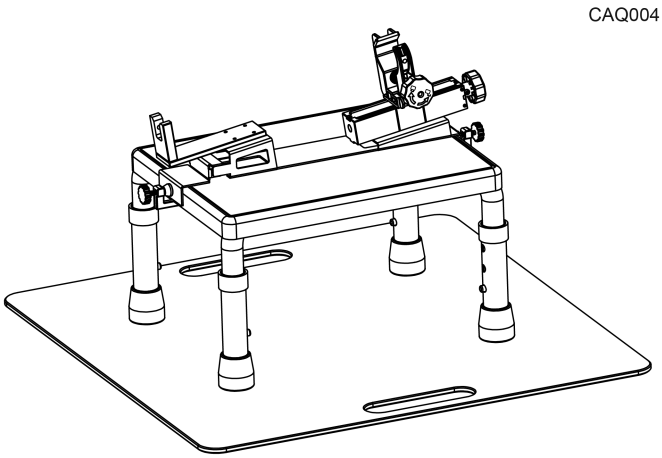

Figure 8: Edwards EVOQUE System Accessories Set 1
■ Figure 8 : Ensemble d'accessoires 1 du système Edwards EVOQUE
■ Abbildung 8: Edwards EVOQUE System Zubehörset 1
■ Afbeelding 8: Accessoireset 1 Edwards EVOQUE -systeem ■ Figur 8: Edwards EVOQUE systemtilbehørssæt 1
■ Rysunek 8: Zestaw akcesoriów 1 do systemu Edwards EVOQUE
■ Рис. 8. Набор принадлежностей 1 для системы Edwards EVOQUE